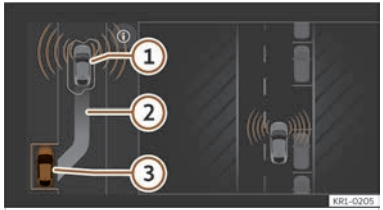
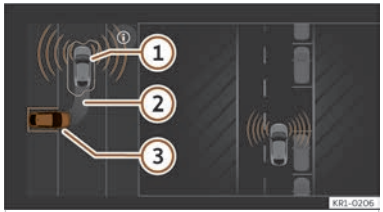

Fig. 139 On the infotainment system display: parallel parking position.
Fig. 140 On the infotainment system display: parking bay parking position.
››› Fig. 139, ››› Fig. 140
① Own vehicle.
② Indication showing the proposed parking manoeuvre.
③ Parking space detected.
- Look at the display on the infotainment system's screen to see if the space has been detected as “appropriate” and if the correct position for parking has been reached ››› Fig. 139, ››› Fig. 140. Stop the vehicle and follow the instructions shown on the infotainment screen.